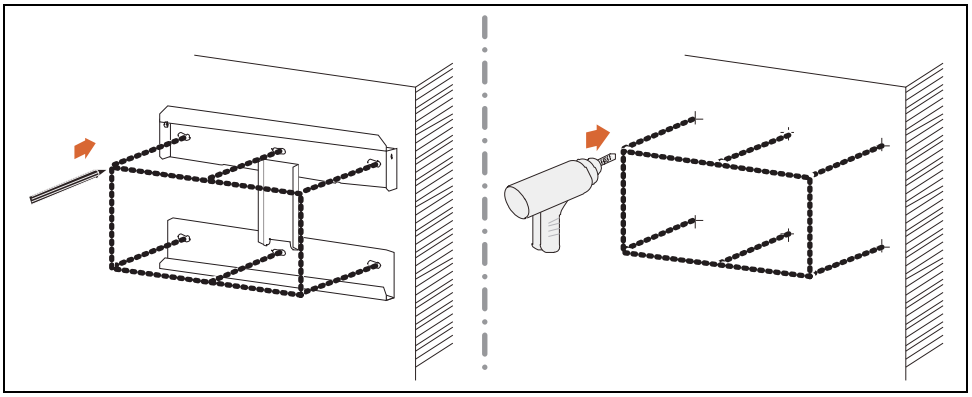

Figure 2-5 Mark and Pre-drill Wall
3. Unpack the backplate from the box and use the backplate to mark the location of the holes on the wall. See Figure 2-5, “Mark and Pre-drill Wall” on page 2–9.
4. Pre-drill the mounting surface, if necessary. See Figure 2-5, “Mark and Pre-drill Wall” on page 2–9.